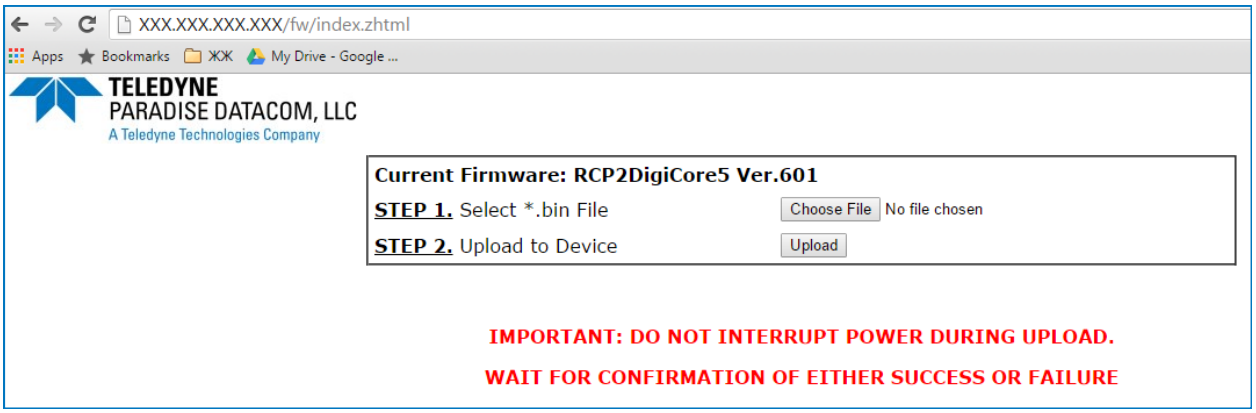

Figure 6-3: Firmware Upload Form
4. The firmware upload form will load in the browser window (See **Figure 6-3**). Click the “Choose File” button and select the firmware image code.bin file provided by technical support.